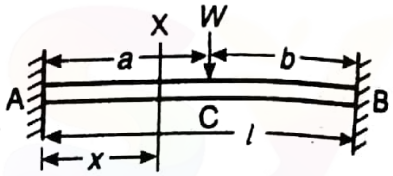

Fig. 2.33
9. *Fixed beam carrying an eccentric point load.* A fixed beam AB of length l carrying an eccentric point load at C is shown in Fig. 2.33. The deflection at any section X at a distance x from A is given by